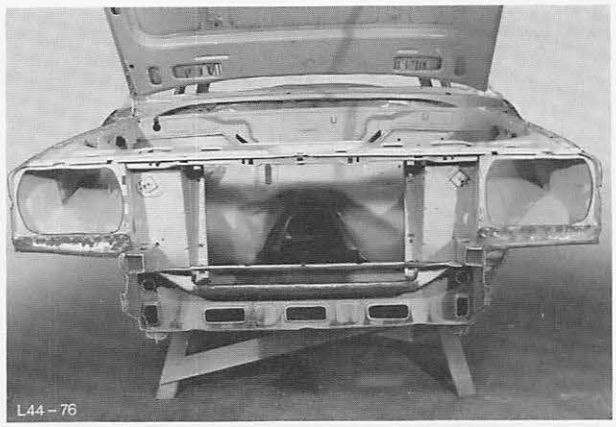

Abb. 72 Ansicht des auszuwechselnden Querträgers
1. Querträger von Längsträger und Kühlerhalteblech abtrennen, Abb. 72/73.